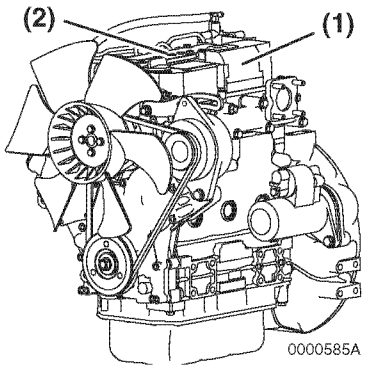

*Figure 4*
**Figure 4** shows the location of regulatory and safety labels on Yanmar TNV series indirect injection model engines.
The typical location of the emission control information label is shown **(Figure 4, (1))**.
Typical location of the engine nameplate is shown **(Figure 4, (2))**.